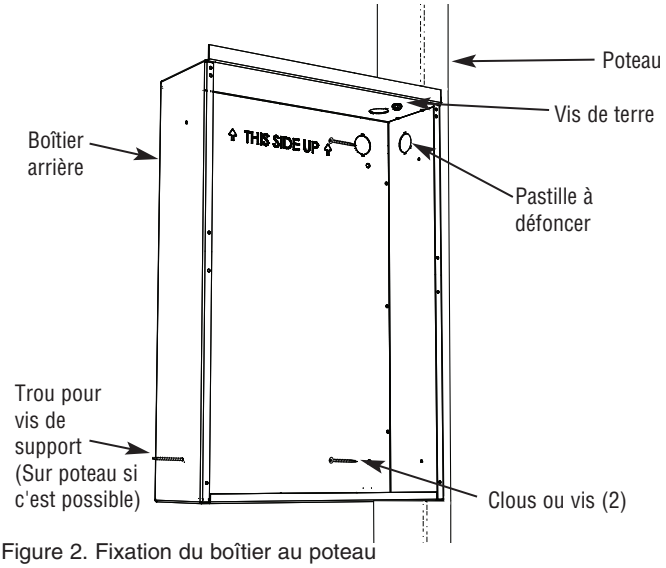

Figure 2. Fixation du boîtier au poteau
1. Dans une construction neuve sans finition de mur en place, positionnez le boîtier arrière contre le côté d'un poteau mural, en le laissant dépasser légèrement du poteau pour arriver de niveau avec la surface de mur finie (Il vous faut connaître l'épaisseur de la future finition murale avant l'installation). Fixez le boîtier au poteau en utilisant deux vis (non fournies) comme montré en Figure 2.
a. Si c'est possible, installez une vis longue additionnelle (comme une vis à bois de 3") au travers du trou de montage du bas, pour aller jusqu'au Poteau le plus proche (Voir la Figure 2). Veillez à ne pas serrer cette vis avec excès pour ne pas déformer le boîtier arrière, ce qui rendrait l'insertion de l'ensemble de radiateur difficile ou impossible. Cette vis ne devra être serrée que juste assez pour tenir en place.
b. Percez un petit trou dans le boîtier arrière, de niveau avec la surface intérieure du mur fini, et installez-y une vis (sa longueur n'est pas critique, mais elle doit faire au moins 1" ou 2,5 cm). Voir la Figure 2.
1. Localisez un poteau et marquez soigneusement le mur avant de découper un trou mesurant 12-1/2" (31,8 cm) de large sur 17-3/4" (45,1 cm) de haut, de façon à ce qu'un côté de cette découpe suive le bord du poteau (Voir la Figure 2).
3. Insérez le boîtier arrière dans l'ouverture, en alignant ses côtés pour arriver de niveau avec la surface de mur fini, et fixez le boîtier au poteau en utilisant deux vis (non fournies) comme montré en Figure 2.
5. Insérez une vis à bois #8 de trois pouces de long (non fournie) au travers du côté libre du boîtier arrière qui n'est pas fixé au poteau, et fixez dans le trou de montage du bas. Cela empêchera le boîtier arrière de pouvoir être tiré du côté non supporté au moment de l'installation dedans de l'ensemble de radiateur. Faites attention de ne pas faire mordre la vis à bois de plus de 3/8" dans le poteau. Trop d'enfoncement entraînerait la sortie du boîtier arrière de son alignement (Voir la Figure 2).